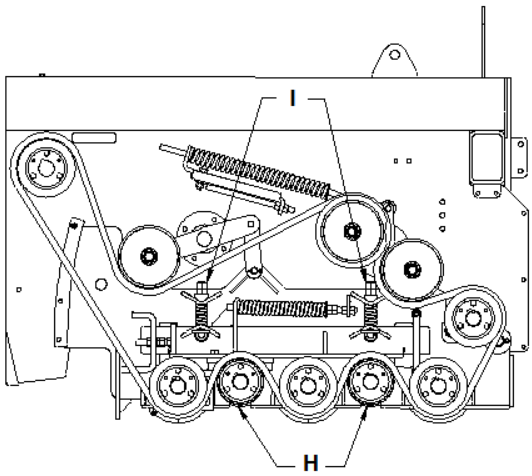

Figure 7-29: Smooth Grabroll Height Adjustment
3. To adjust smooth grabrolls (H), shown in Figure 7-29, up or down, use eye bolts (I). Amity recommends adjusting in ¼" increments.